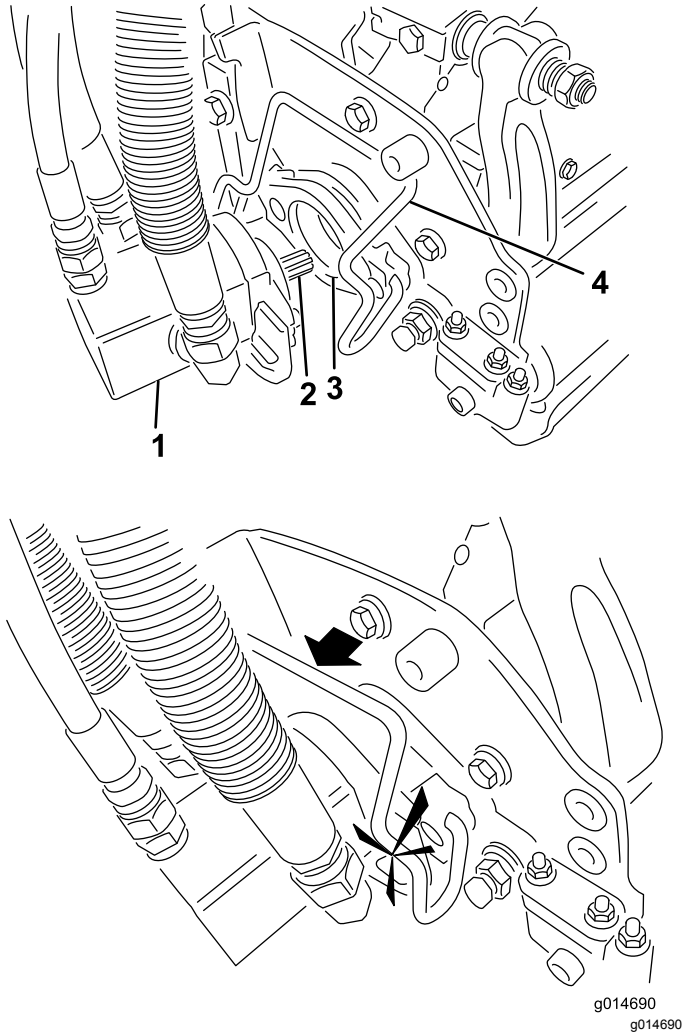

Figura 4
4. Insira o motor no lado esquerdo da unidade arranca-grampos (visto da posição do operador) e empurre a barra de retenção do motor na unidade arranca-grampos na direção do motor até ouvir um “clique” de ambos os lados do motor (Figura 4).